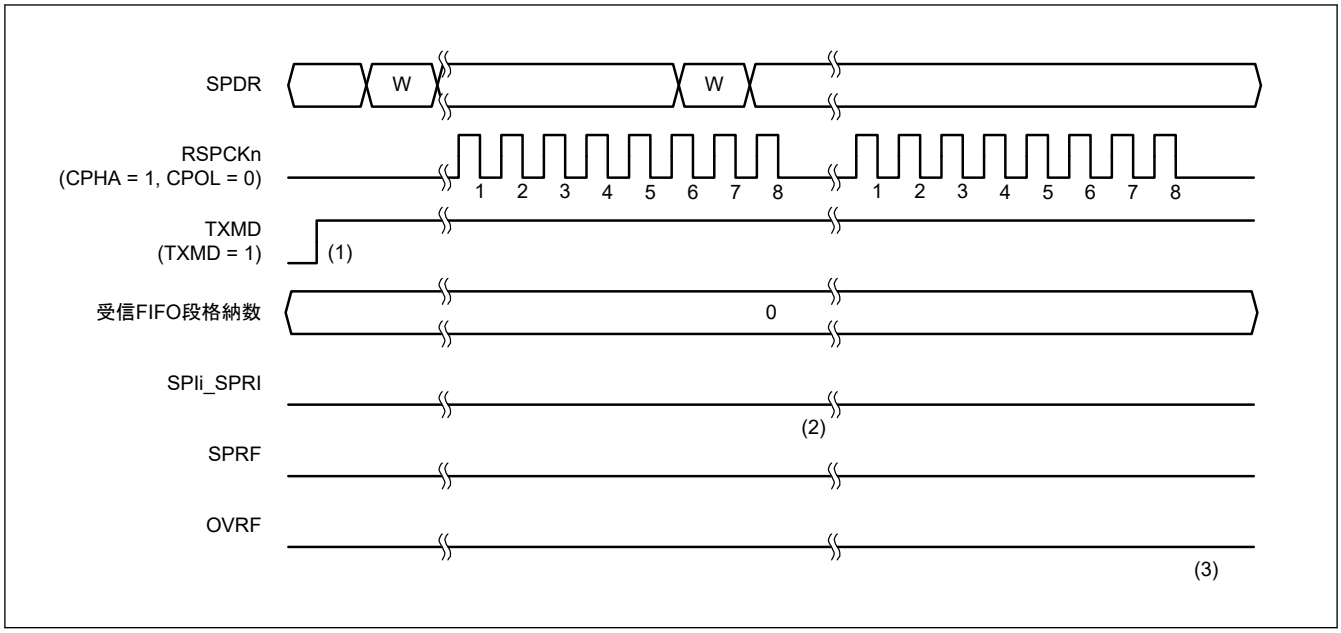

図 34.31 SPCR.TXMD[1:0] = 01b の動作例
図 34.31 に、SPI コントロールレジスタ (SPCR) の通信モード選択ビット（TXMD[1:0]） を 01b に設定した場合の動作例を示します。この例では、SPDCR2.TTRG が 0、SPDCR2.RTRG が 0、SPCMDm.CPHA ビットが 1、SPCMDm.CPOL ビットが 0 の設定で、SPI が 8 ビットのシリアル転送を実行しています。RSPCKn 波形の下に記載した数字は RSPCK サイクル数（= 転送ビット数）を示しています。
以下に、図 34.31 の (1)～(3) に示したタイミングでのフラグの動作内容を説明します。